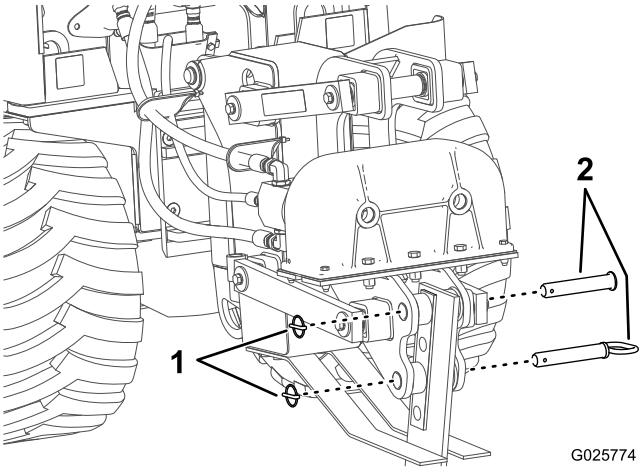

Figure 11
2. Retournez les 2 circlips et retirez la goupille (Figure 11).